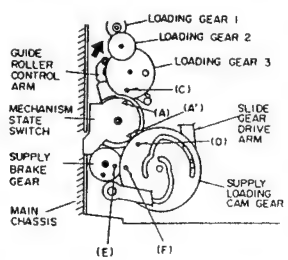

Fig. 3-2
2) Install the mechanism state switch in the condition set in step 1) into the main chassis. Check that mark (C) on the loading gear 3 and mark (A) on the mechanism state switch are aligned. (See Fig. 3-2)
Check that the guide roller control arm slides all the way in the direction of the arrow. (See Fig. 3-2)
3) Install the supply loading cam gear into the main chassis so that mark (E) on the supply brake gear and mark (F) on the supply loading cam gear are aligned. (See Fig. 3-2)